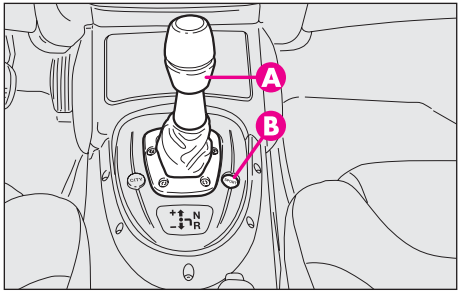

fig. 124
2) sportive (activée par le bouton **B-fig. 124**): elle privilégie une conduite sportive.
La logique de fonctionnement sportive est sélectionnée en appuyant sur le bouton **SPORT** (**B-fig. 124**) placé sur la plaque du sélecteur; lorsque la modalité est sélectionnée, apparaît l'inscription **SPORT** sur l'affichage.
— du sélecteur placé sur la console centrale (**A-fig. 124**);